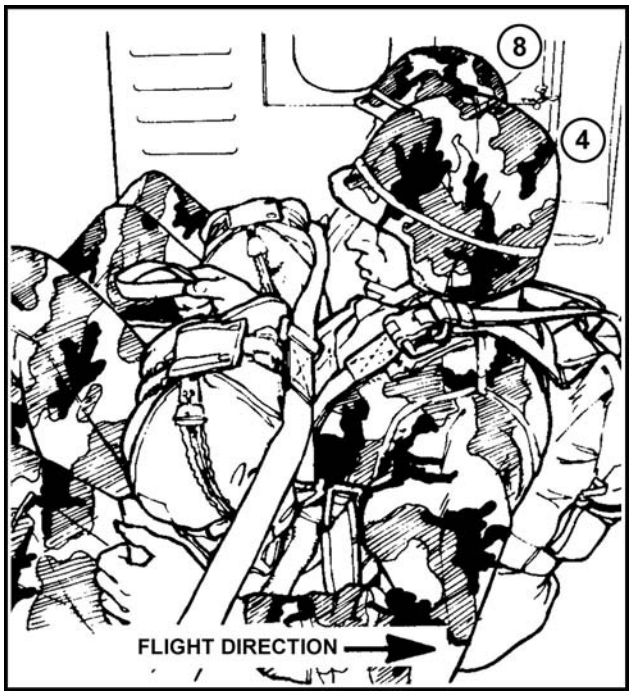

Figure 17-13. Numbers 4 and 8 with static line bight and safety belt secured.
(1) Numbers 4 and 8 pass the running ends of their safety belt to the center, fasten the belt, and remove excess slack (Figure 17-13).